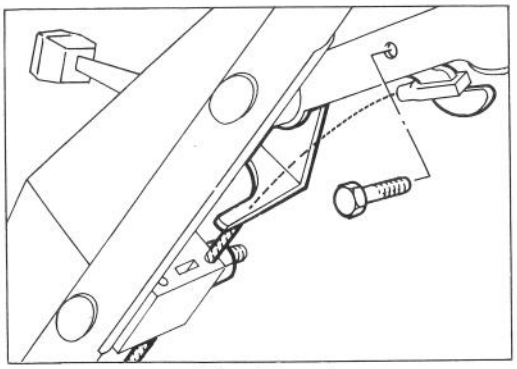

Afbeelding 4
7. Bevestig de bedieningshefboom op de bedieningshandle d.m.v. een kopschroef en een moer (Afb. 4).